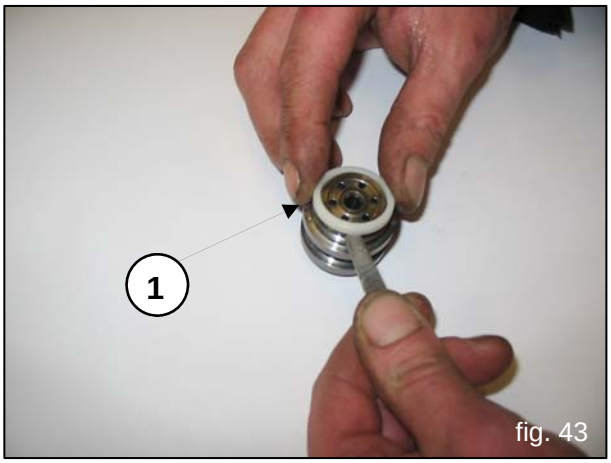

fig. 43
E) Extract the valve housings ① as indicated in fig. 43 . Check the conditions of the various components and replace if necessary.